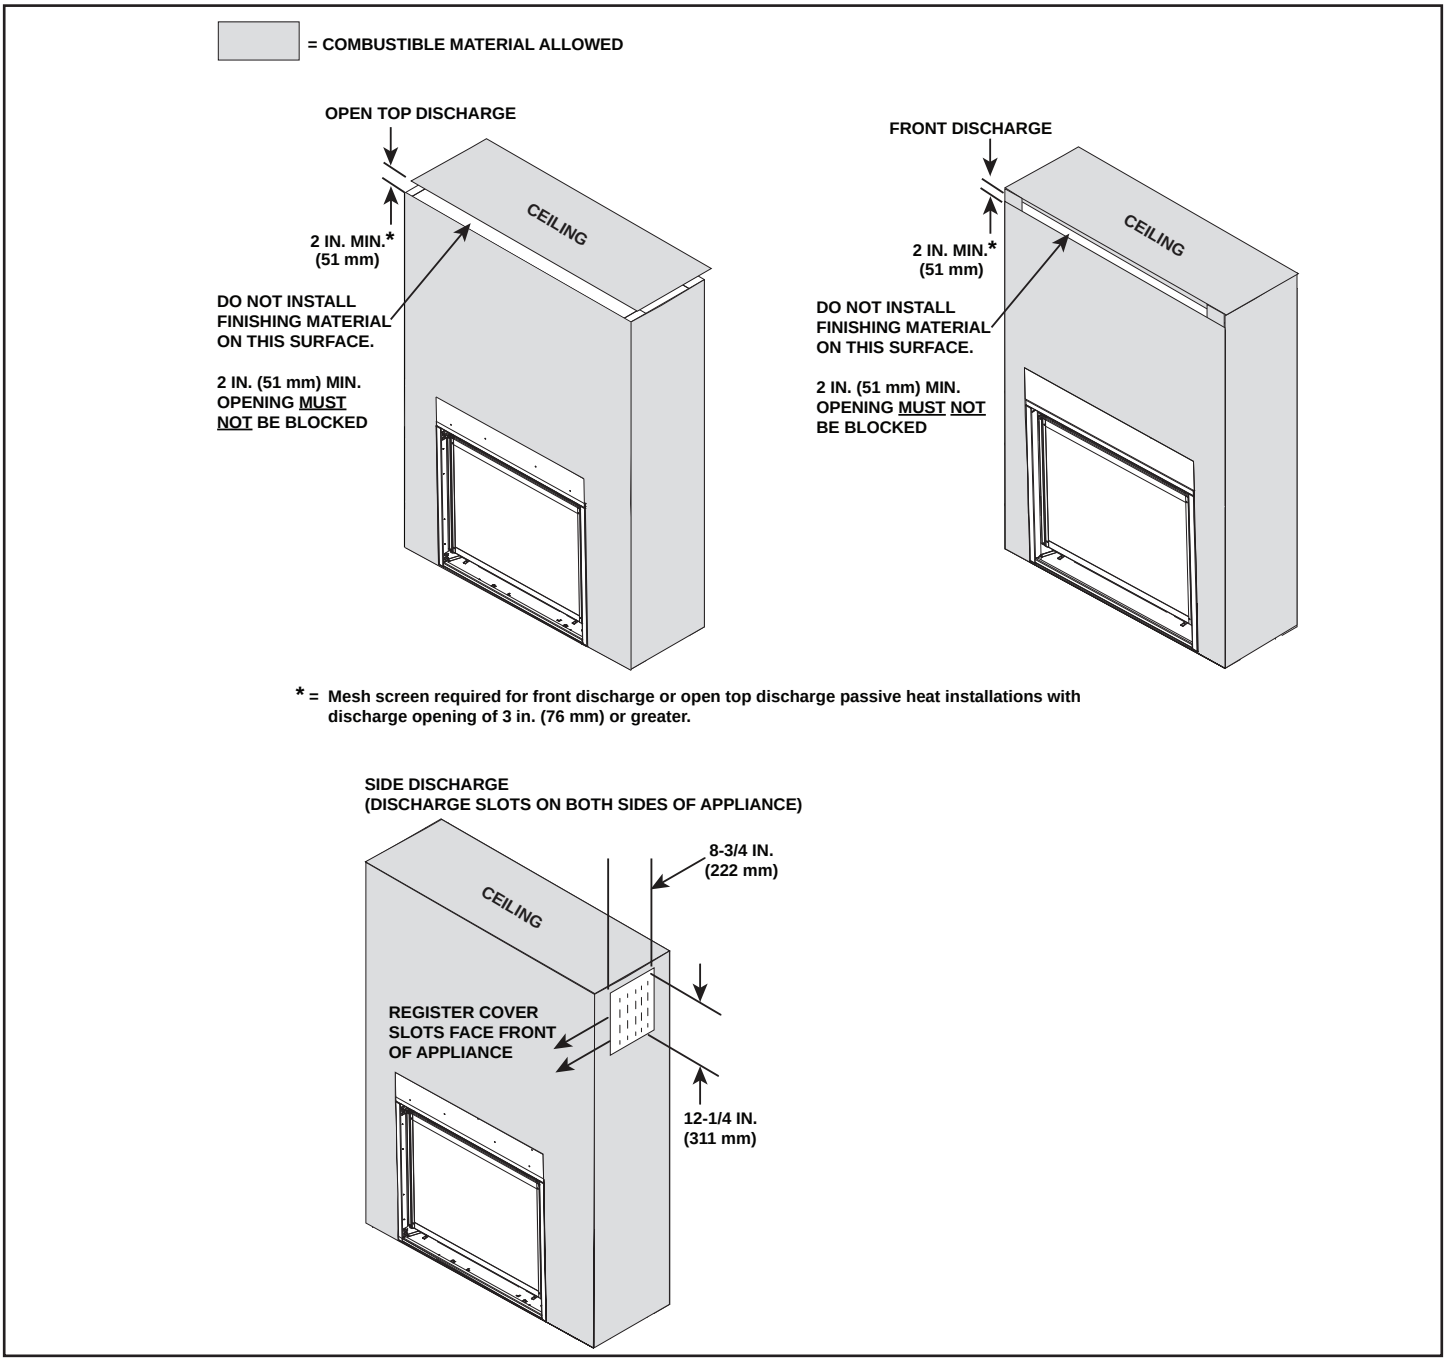

Figure 13 Finishing Material Installed
5. See Figure 13 to understand details and requirements for Passive Heat finishing requirements.